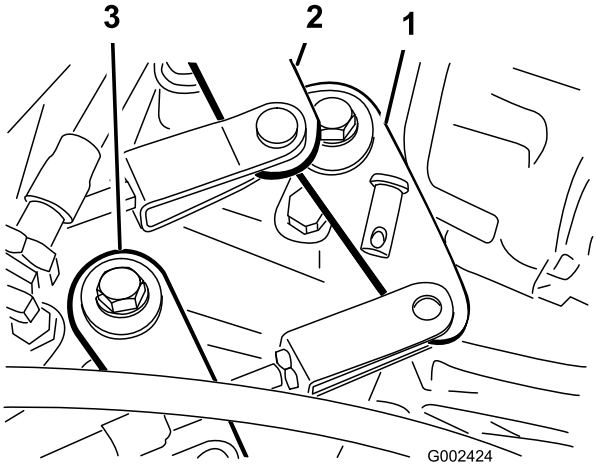

Figur 52
2. Fjern gaffelboltene, der fastgør gearkablerne til gearkassens geararme (Figur 52).
1. Fjern gaffelboltene, der fastgør kablet til højt-lavt hastighedsområde til gearkassen (Figur 52).